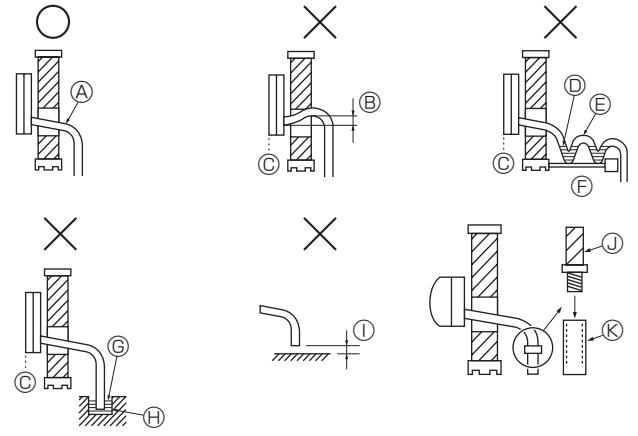

Fig. 5-1
5.1. Tubería de drenaje (Fig. 5-1)